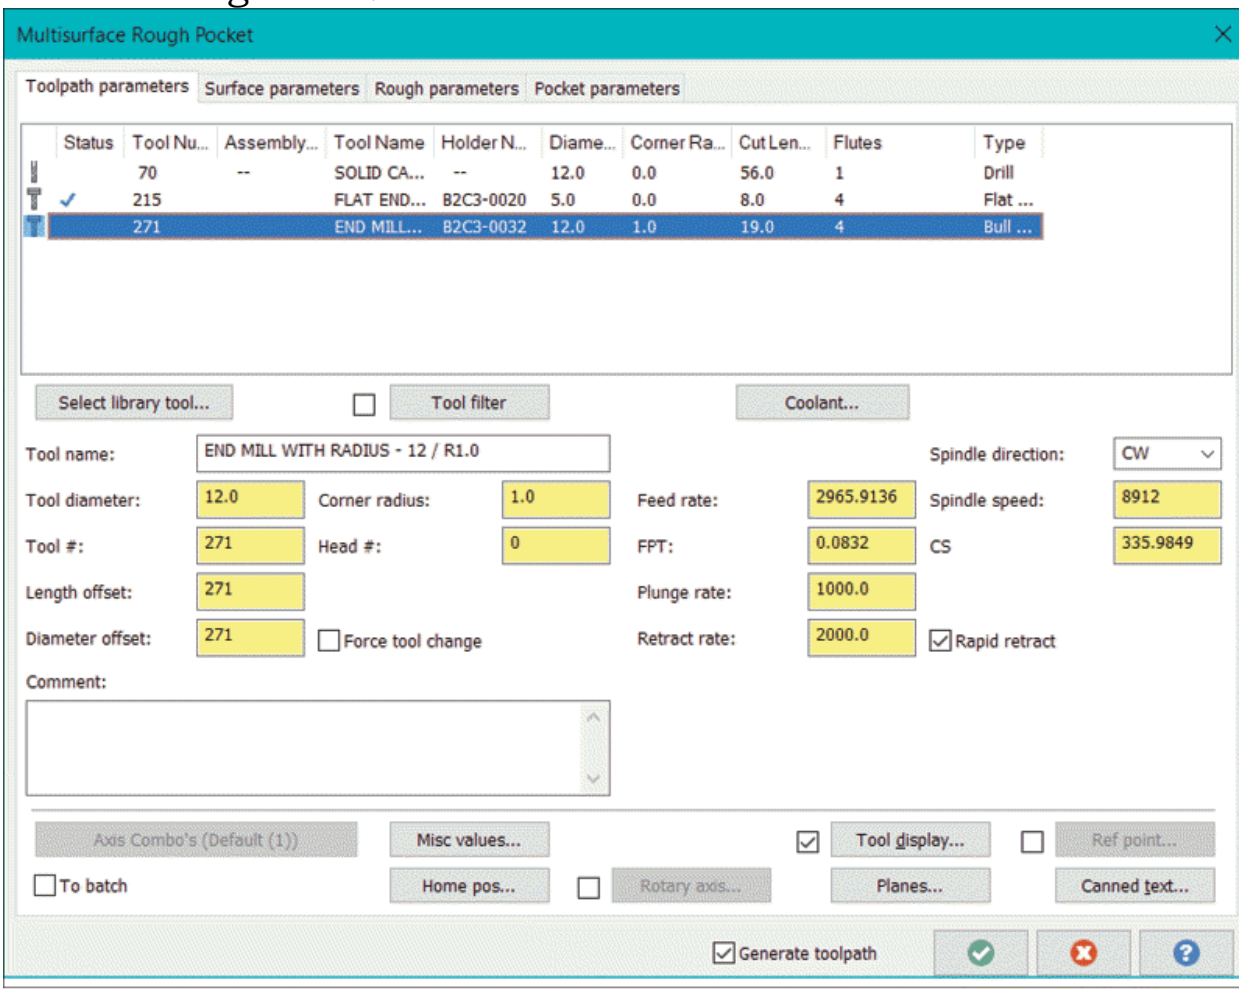

Figure-32. Multisurface Rough Pocket dialog box
- Select the containment boundary and entry point as discussed earlier and click on the **OK** button. The **Multisurface Rough Pocket** dialog box will be displayed; refer to Figure-32.